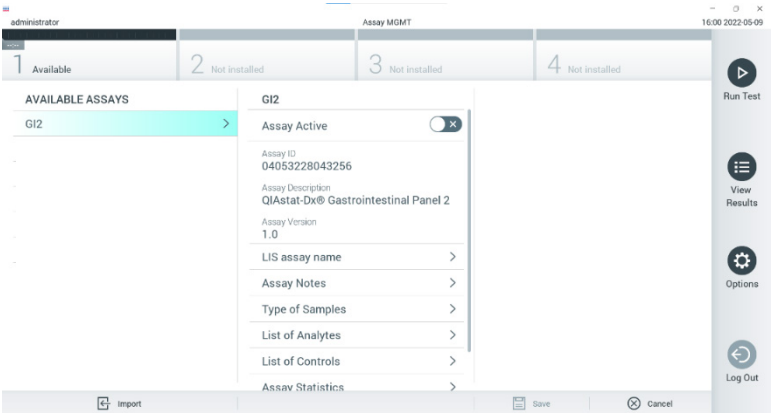

Рисунок 55. Экран Assay Management (Управление тест-системами)
2. Нажмите кнопку Options (Опции) и выберите пункт Assay Management (Управление тест-системами). В области содержимого на дисплее отобразится экран Assay Management (Управление тест-системами) (рисунок 55).
3. Нажмите на пиктограмму Import (Импорт) в нижнем левом углу экрана (рисунок 55).